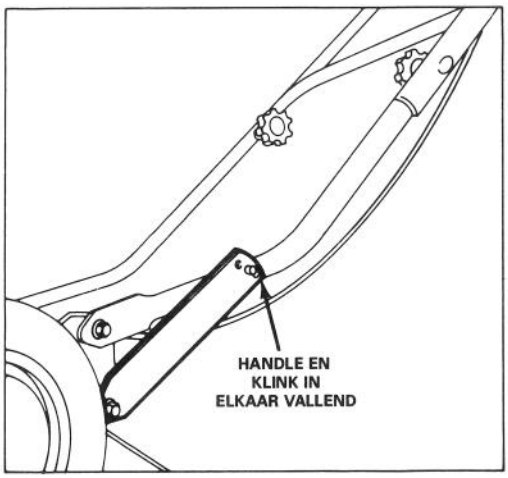

Afbeelding 2
2. Draai de handle naar achteren totdat de nagel in het middelste gat van de handleklink valt (Afb. 2). Zorg ervoor dat de bedieningskabels zich achter en aan de binnenkant van de handles bevinden.